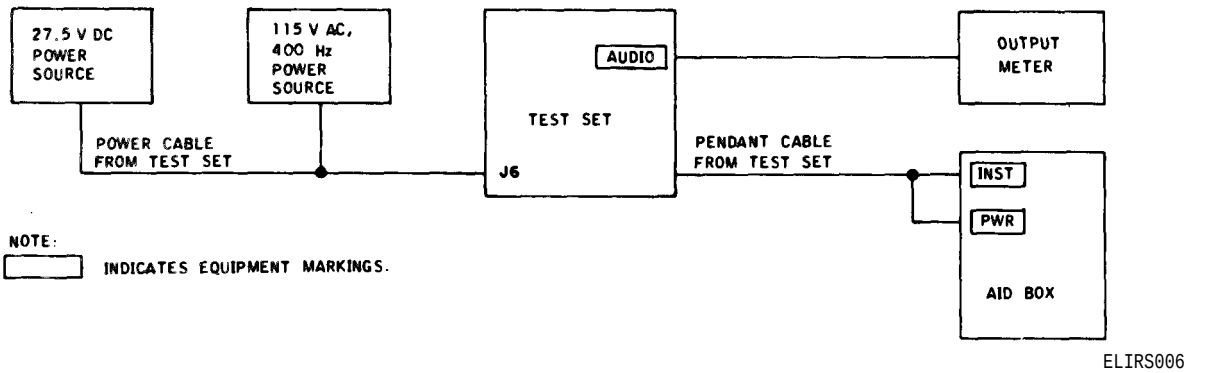

Figure 2-1. Equipment test setup to test control, RMI, OBS, and test set.
b. Connect the test set to the aid box and external power as shown in figure 2-1.